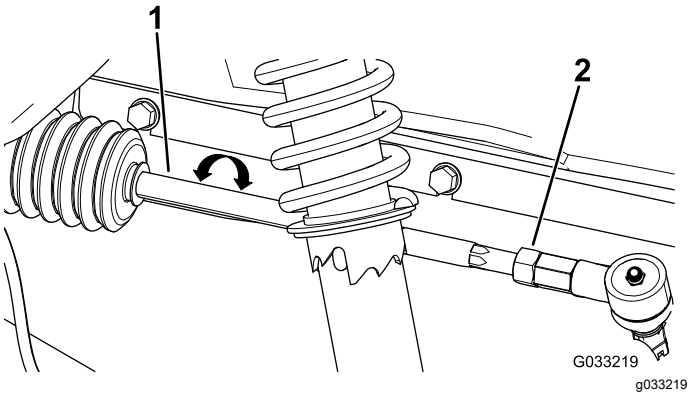

Figur 47
2. Om måttet inte hamnar inom 0–6 mm ska du lossa kontramuttrarna i den yttre änden av dragstängerna (Figur 47).